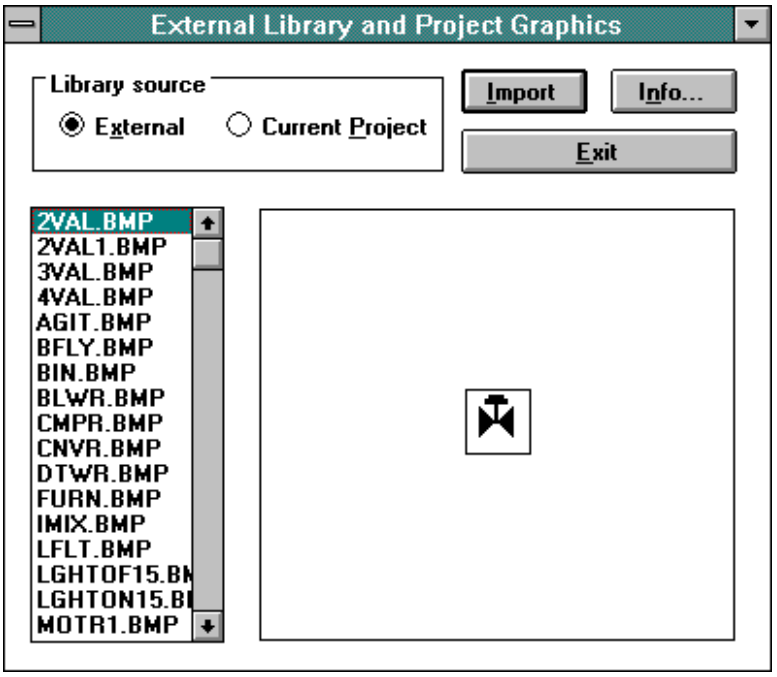
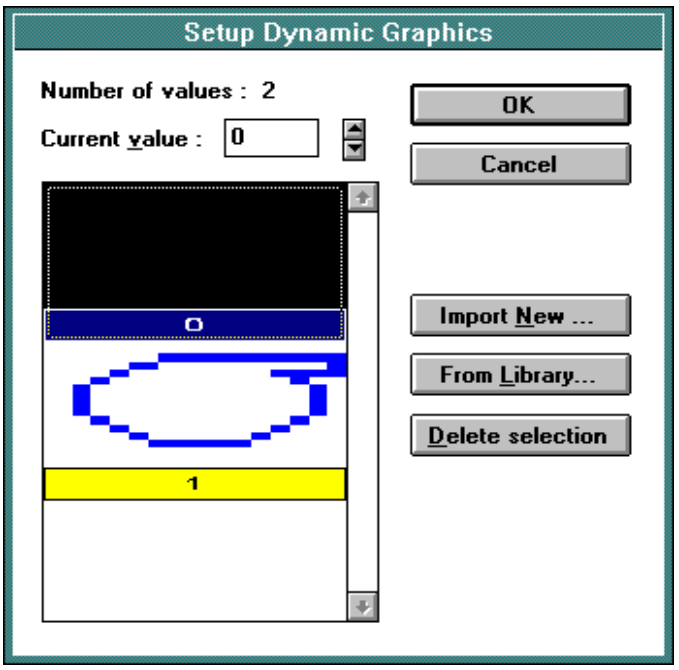

Figure 1
Figure 3
Another method of bringing a graphic into a project file is by using the *Graphics Library*. Simply highlight the area in which you wish to place the graphic and select *Graphics Library* from within the *Graphics* menu (or click on the appropriate icon in the *Extra ToolBelt*). This will bring up a dialog box, which is shown in Figure 1.
7. A dialog box will appear, allowing the user to select a graphic. This is the same dialog box that appears whenever *Graphics Library* is selected (see Figure 1). We have the value of 1 selected, which is indicative of a blower being on. Selecting the filename BLWR.BMP will give the user a preview of the graphic for a blower. Click on the *Import* button. This will bring up a dialog box in which the label, as well as imaging and dithering options can be selected. Once these have been set, clicking on *OK* will return the user to the dialog box that was present upon entering step 6.
7. A dialog box will appear, allowing the user to select a graphic. This is the same dialog box that appears whenever *Graphics Library* is selected (see Figure 1). We have the value of 1 selected, which means that the graphic will be displayed. Selecting the filename BLWR.BMP will give the user a preview of the graphic for a blower. Click on the *Import* button. This will bring up a dialog box in which the label, as well as imaging and dithering options can be selected. Once these have been set, select *OK*. This will return you to the dialog box that is shown in Figure 3. Since this is the only graphic that needs displayed from this memory location, click on *OK* to return you to the page editor workspace. You are now ready to make another graphic field in which to place the graphic for the pump.